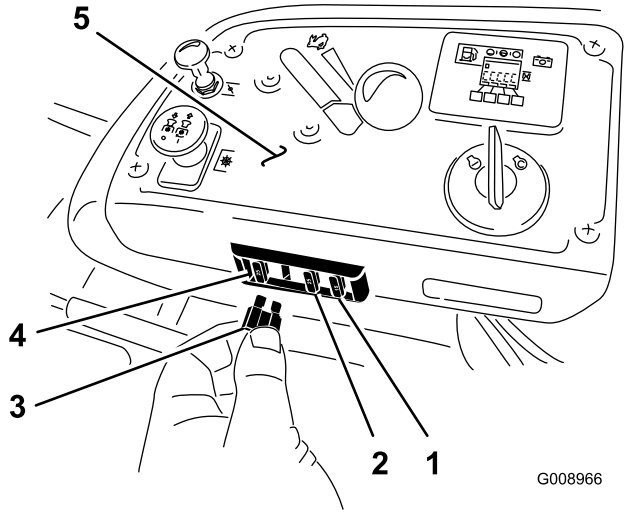

Figur 61
1. Sikringene befinner seg i den høyre konsollen ved siden av setet (Figur 61).
3. Sett inn en ny sikring (Figur 61).